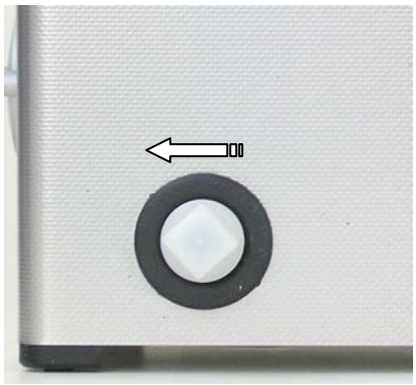

Fig 5.1.1 Drain duct with blind screw cap (on delivered unit)
1. Unscrew the plastic screw cap anti-clockwise (*see Fig 5.1.1).*